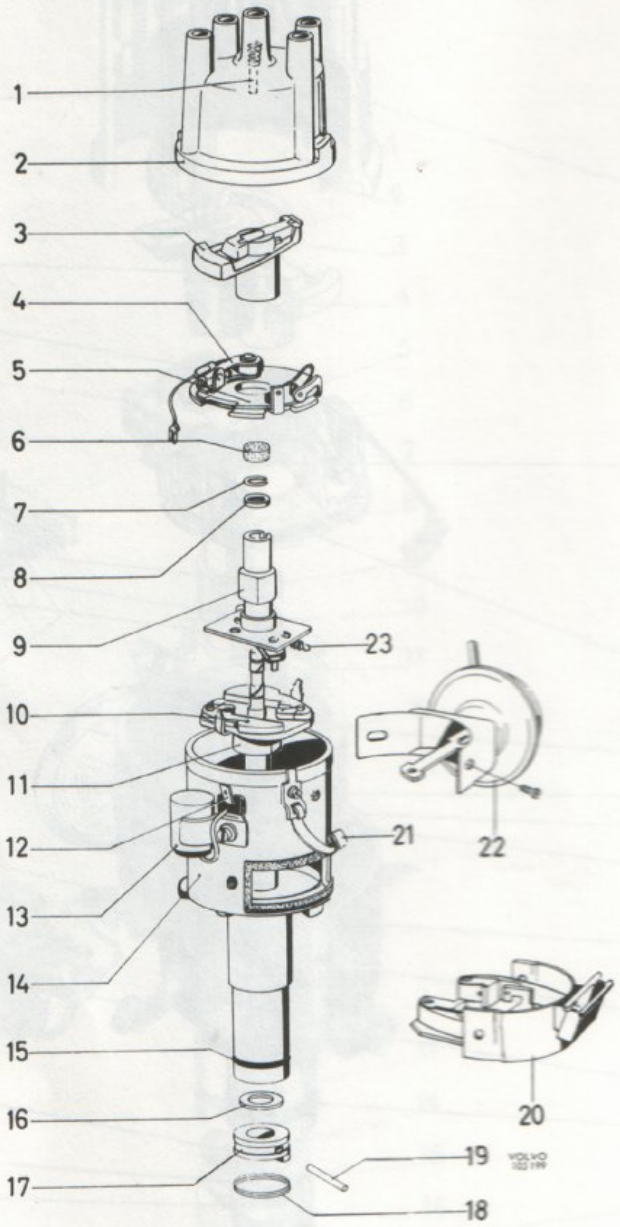
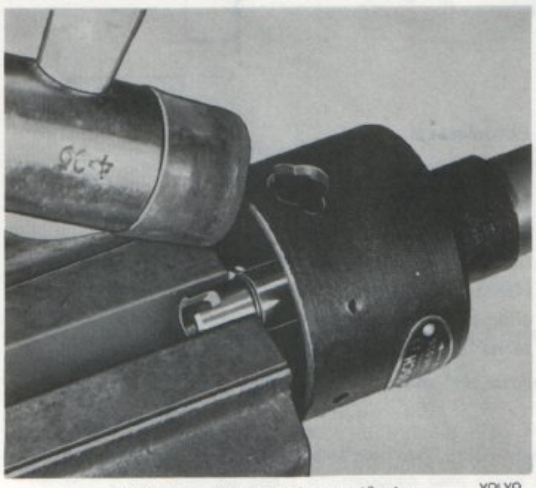

Bild 108. Fördelare B 20 E och F
Bild 111. Borttagning av låsring
5. Koppla loss fjädrarna till centrifugalregulatorn samt märk upp hur brytarkammen sitter i förhållande till fördelaraxeln. Spänn fast brytarkammen i ett skruvstycke med mjuka backar. Slå försiktigt på fördelarhuset med en plastklubba, bild 111 tills låsringen, 7 bild 108 lossnat.